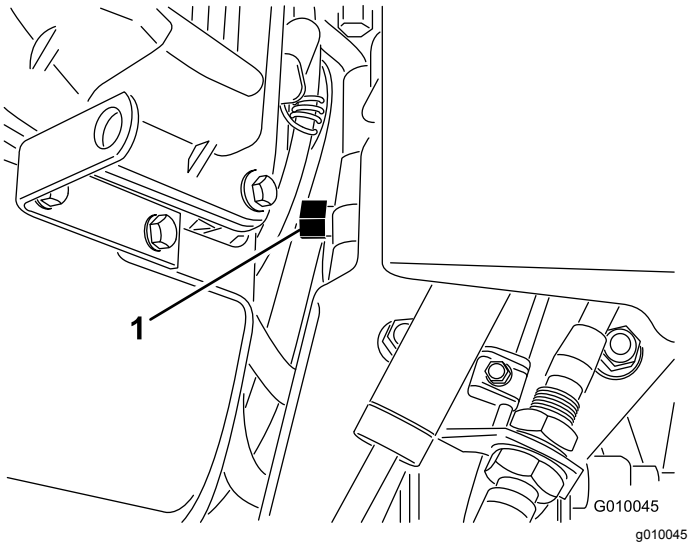

Figur 31
2. Finn omløpsventilen mellom motoren og den hydrostatisk pumpen (Figur 31).
3. Bruk en 5/8-tommes skrunøkkel og roter omløpsventilen én omdreining mot klokken. Dette gjør at hydraulikkvæsken kan gå utenom pumpen, og at hjulene kan rulle (Figur 31).
5. Drei omløpsventilen én gang med klokken for å bruke luftemaskinen igjen (Figur 31).